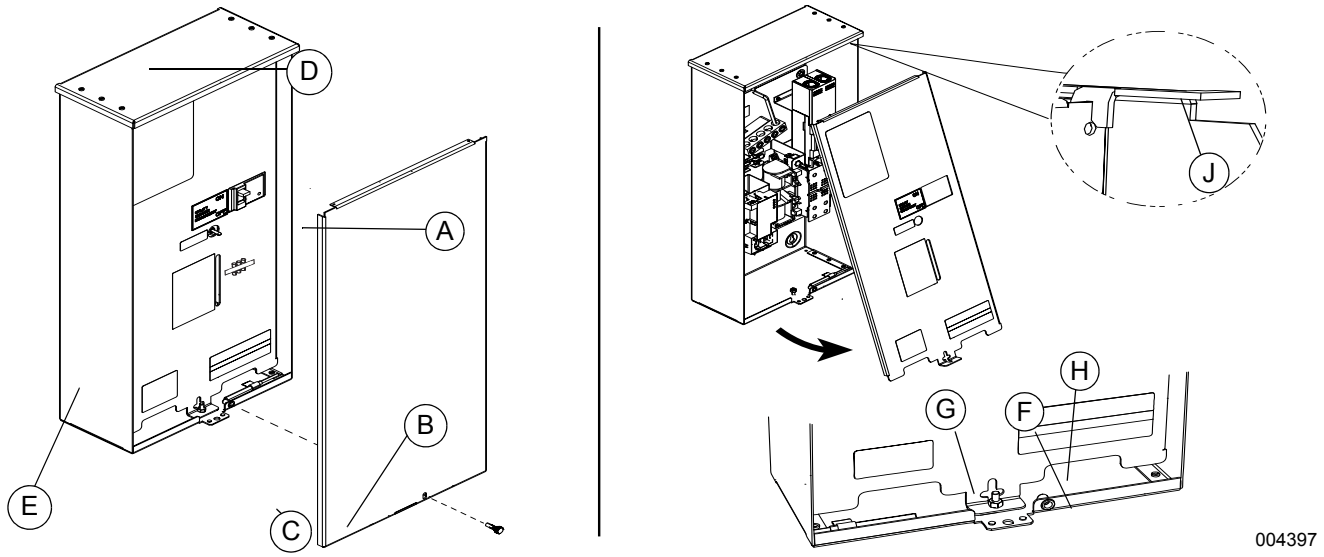

Figura 3-1. Gabinete abierto
Consulte la ***Figura 3-1***. Primero, retire la cubierta exterior (A):
1. Retire el tornillo de mariposa (B).
2. Deslice la ranura (C) sobre la lengüeta de retención.
3. Baje la cubierta hasta que salga de la brida superior (D) y retírela del gabinete.
4. Retire el panel interior (E).